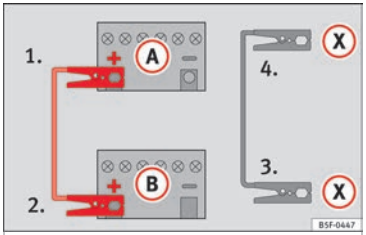

Fig. 60 Diagram of connections for vehicles with Start Stop system
– *For vehicles with Start-Stop system:* connect one end of the *black* jump lead (X) to a suitable ground terminal, to a solid piece of metal in the engine block, or to the engine block itself ››› **Fig. 60**.
5. Connect the other end of the *black* jump lead (X) to a solid metal component bolted to the engine block or to the engine block itself of the vehicle with the flat battery. Do not connect it to a point near the battery (A).